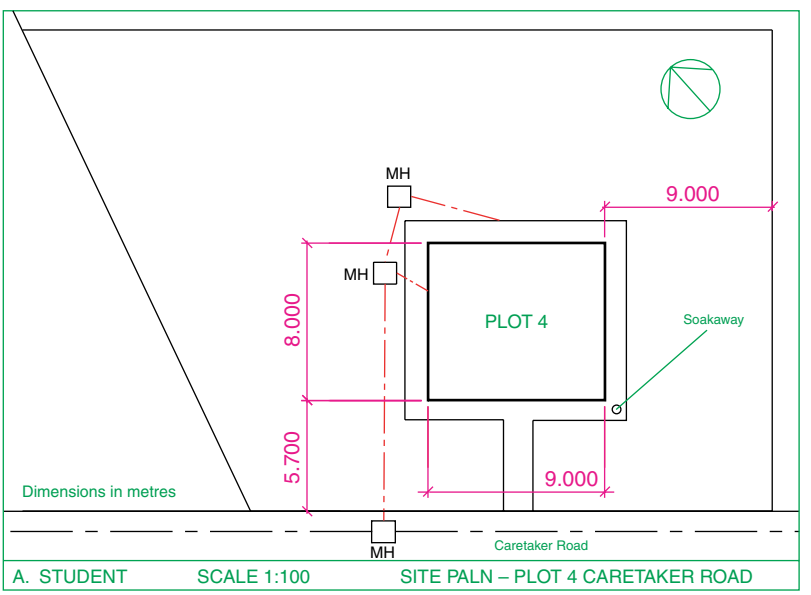
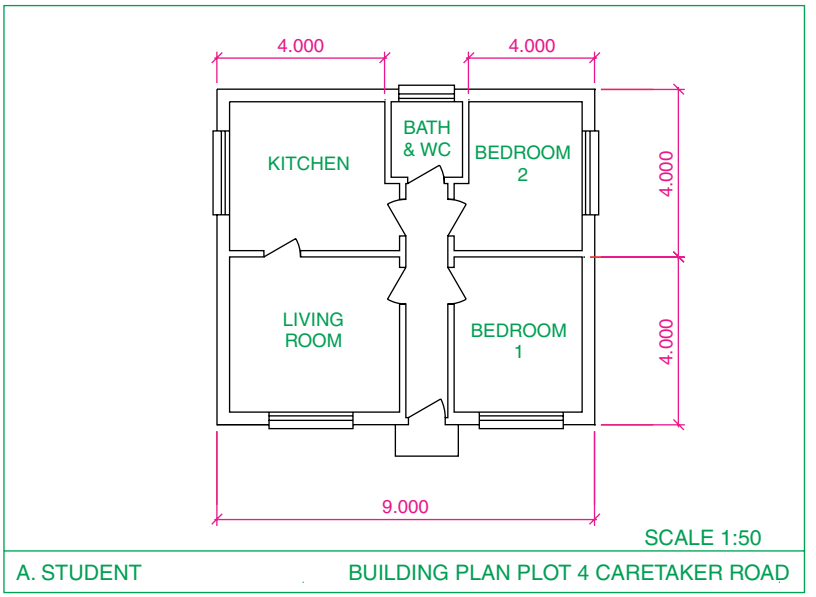

Fig. 12.11 Exercise 3 – site plan
Fig. 12.12 Exercise 3
3. Fig. 12.11 showsascale 1:100 site plan for the proposed bungalow at 4 Caretaker Road. Construct the floor layout for the proposed house shown in the drawing in Fig. 12.12.